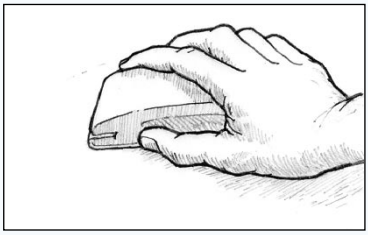

Figur 32 Slib overfladen, så den får en glat finish.
3. Slib overfladen, så den får en glat finish *(Figur 32)*. Hvis der er flere løbere eller ujævnheder, skal slibningen påbegyndes med sandpapir korn 80 for at fjerne de højeste områder. Slib indtil overfladen føles og ser glat ud. Afslut slibningen med den rigtige kornstørrelse til den pågældende belægningstype, der skal påføres – kontroller overfladebehandlings vejledningen. Malingens klæbeevne afhænger af malingens mekaniske "grip", dvs. dens evne til at fæstne sig til sliberevnerne i epoxyens overflade. Hvis der skal påføres en høj-, bygge- eller opfyldningsgrunder, er korn 80-100 sædvanligvis nok. Til grundere og faste belægninger kan sandpapir korn 120-180 være nok. Overfladebehandling med sandpapir korn180 anbefales ofte til overfladebehandling med højglans-finish. Du kan risikere at finere korn end disse ikke giver nok "bid" til klæbeevnen og medfører løbere ujævnheder og løbere. Følg altid malingproducentens anbefalinger til forberedelse af overfladen. Våd slibning foretrækkes af mange, da det mindsker forekomsten af slibestøv og desuden reduceres trin 2 og 3 ovenfor til én handling.